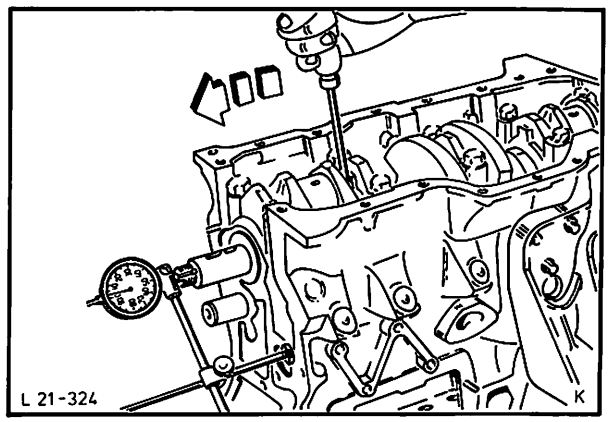

Abb. 63 Axialspiel – Kurbelwelle prüfen
34. Axialspiel der Kurbelwelle mit einer Meßuhr überprüfen, Abb. 63.